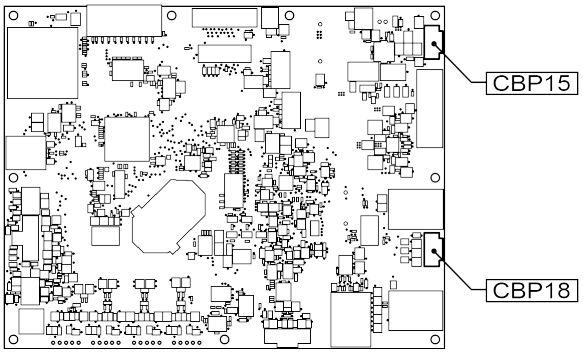

Figure 11
10. À l'aide du faisceau de câblage inclus avec l'imprimante, branchez-vous au panneau de contrôle de la manière illustrée à la Figure 11. Les fils sont étiquetés avec les étiquettes respectives pour le connecteur.